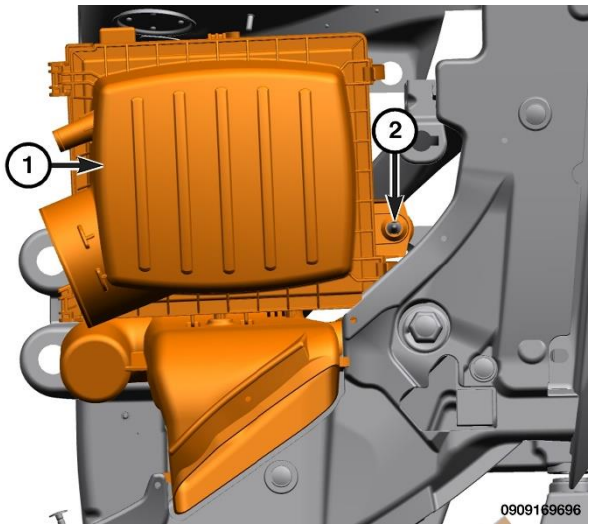

Figure 9 – Air Cleaner Body
14. Pull the air cleaner body (1) straight up off the locating pins (2) (Figure 9).
20. Install the air cleaner body (1) straight down on the locating pins (2) (Figure 9).
16. Install the air cleaner body (1) straight down on the locating pins (2) (Figure 9).